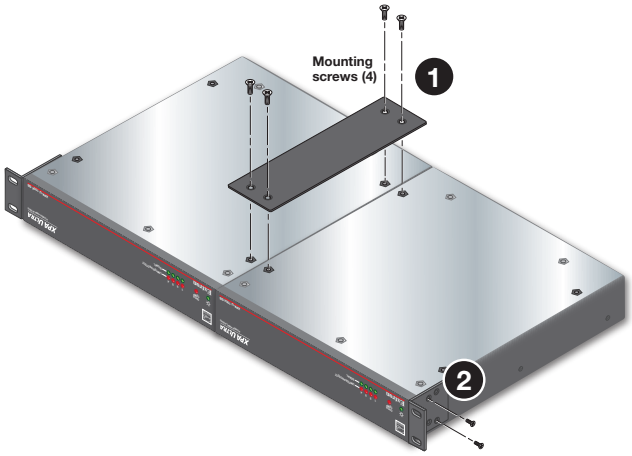

**Figure 3.** **Installing XPA Ultra Series Bridge Plate**
3. Use the bridge plate connector and the four provided #4 machine screws to connect the two amplifiers together (see figure 3, ❶).
4. Attach the two short rack ears to the amplifiers with four provided #6 machine screws (❷).